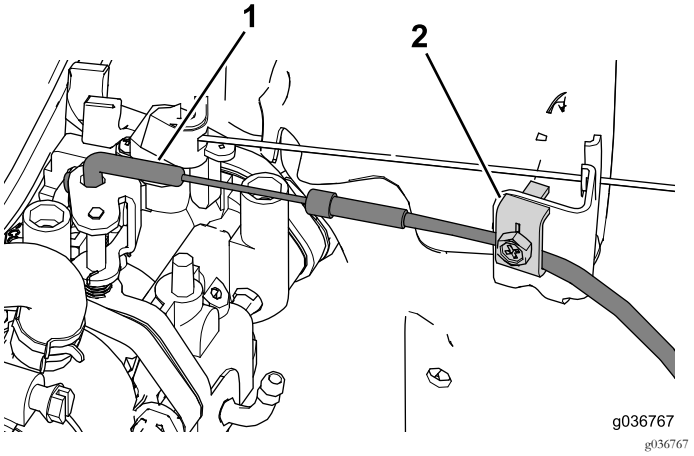

Figur 34
2. Plasser krummingen til enden av gasskabelen inn i chokeenheten (Figur 34).
3. Bruk kabelklemmen til å feste chokekabelen på plass (Figur 34).